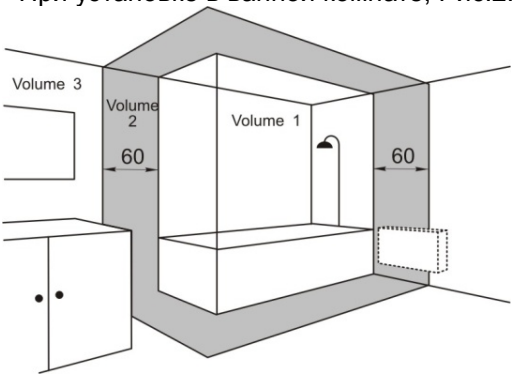

Рис.2
- При установке в ванной комнате, Рис.2: